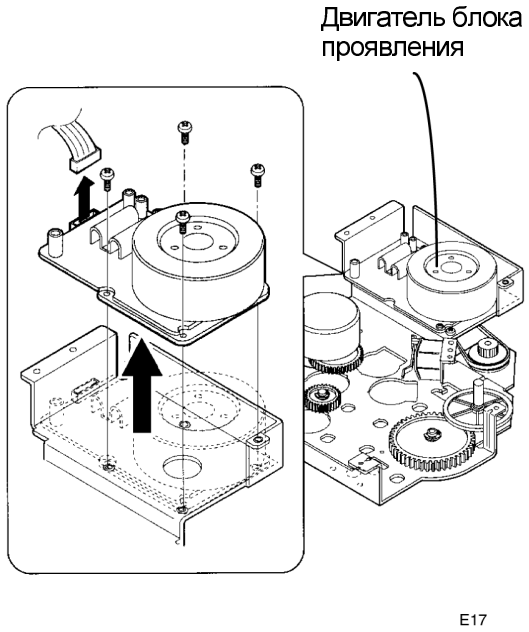

Рисунок 1. Снятие двигателя блока проявления
4. (Рисунок 1): Отсоедините разъем и снимите двигатель блока проявления.